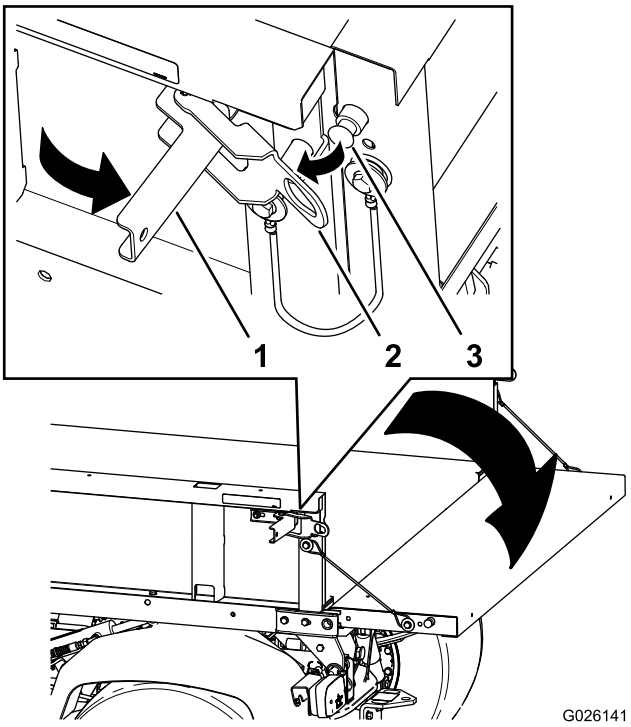

**Figur 13**
2. Åbn låsene på ladets højre og venstre side, og sænk bagklappen (Figur 13).